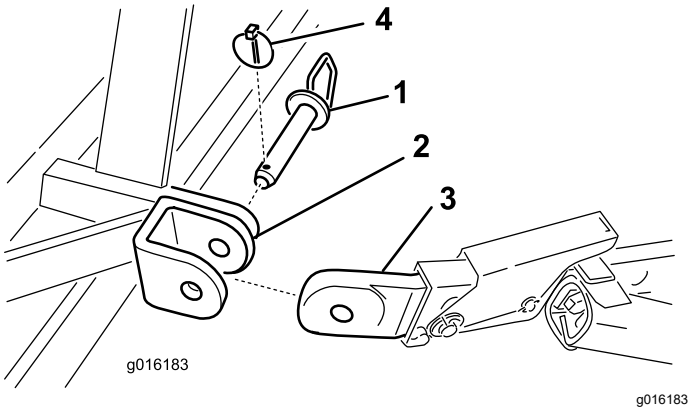

Figura 4
5. Fissate i bracci di attacco inferiori alle staffe di montaggio dell'arieggiatore con i perni di traino e le coppiglie ad anello (Figura 4).